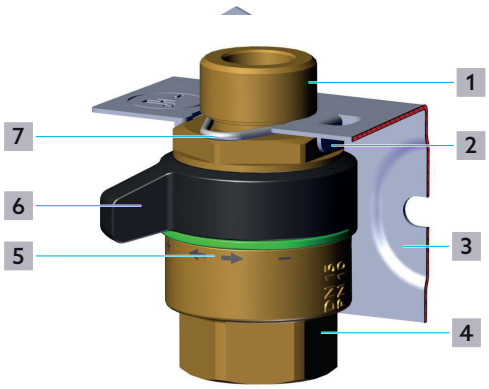

Fig. 1: Set de racordare și închidere
Rebordul vertical de sub suportul de tablă (fig. 1 de la pag. 6 (2)) facilitează montajul ventilelor. Aliniați hexagonul ventilului astfel încât să puteți introduce ventilul de-a lungul rebordului în suportul de tablă (vezi fig. 1).